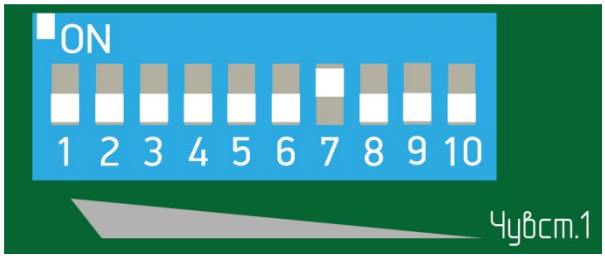

Рисунок 7.10
– при отсутствии тревожного извещения увеличить чувствительность, установив флажок 7 переключателя регулировки чувствительности в положение «ON» (верхнее положение), все остальные флажки в нижнее положение (рисунок 7.10) и повторить попытки несанкционированного проникновения через заграждение по выше указанной методике.